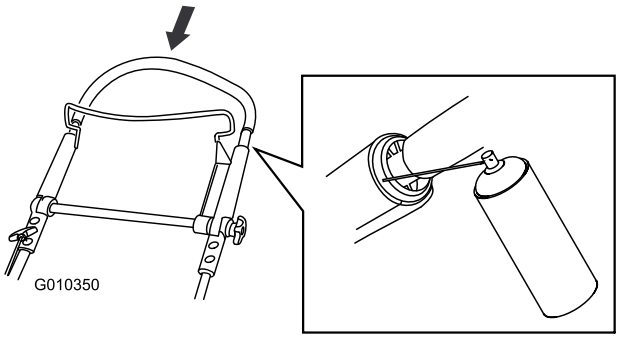

Figuur 42
2. Duw de bovenste handgreep helemaal naar beneden en spuit het binnenste plastic oppervlak van de buitenhendel in (Figuur 42).